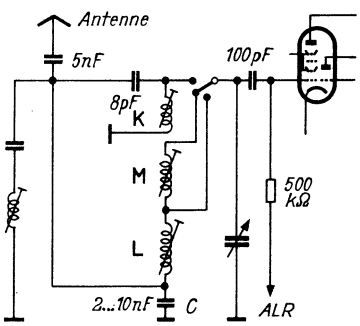
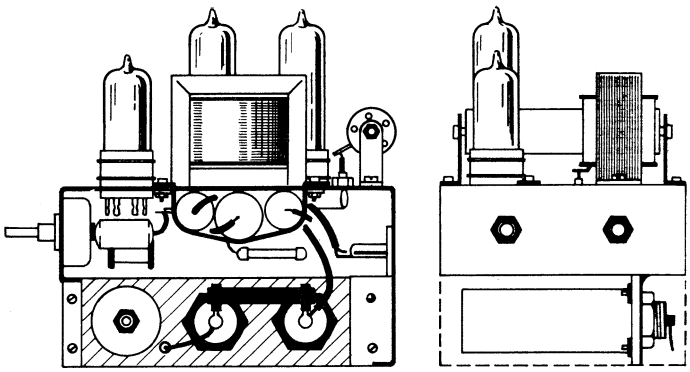

*Bild 2. Abgeänderte Schaltung mit kapazitiver Fußpunktkopplung der Antenne*
*Bild 1. Verstärkerchassis von der Seite (links) und von vorn (rechts) gesehen*
*Bild 1. Schaltung eines Empfängers mit induktiver Antennenkopplung. Die Antennen-Verlängerungsspule und die Antennenspulen M u. L waren durch Starkstrom-Einwirkung verbrannt*
Die verbrannten Wicklungen wurden nun entfernt und die Spulenkörper mit Trolitulkitt neu aufgeklebt. Da die Antenne beim Umbau an den Fußpunkt der Gitterspule gelegt wurde, mußte die Schwundregelspannung über ein RC-Glied an die Mischröhre geführt werden. **Bild 1** zeigt die alte und **Bild 2** die neue Eingangsschaltung. Durch Vergrößern oder Verkleinern des Kondensators C (2 bis 10 nF) läßt sich das Verhältnis Pfeiffreiheit/Empfindlichkeit recht gut einregeln. Eine größere Kapazität ergibt bessere Spiegelselektion (Pfeiffreiheit), aber geringere Empfindlichkeit.
*Rechts: Bild 2. Befestigung der Elektrolytkondensatoren auf einer Isolierplatte*
Oberhalb eines Aluminium-Chassis werden nur die Röhren, der Heizwiderstand und der Ausgangstransformator angebracht (**Bild 1**). An der Frontplatte sitzen die Kontrollampen, Schalter usw. Unter dem 5 cm hohen Chassisraum liegen dann waagerecht die Elektrolytkondensatoren, die Drossel und der Selengleichrichter. Dieser Aufbau hat viele Vorteile: die wichtigsten sind: